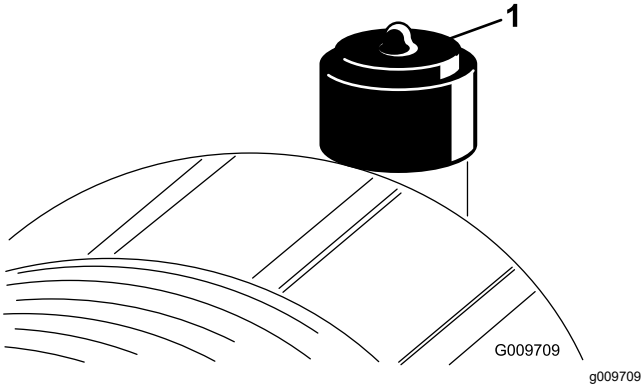

图 86
仅在维修指示灯 (图 86) 要求时才维修空气滤清器滤芯。在必须更换之前更换空气滤清器只会增加灰尘在滤清器拆下时进入发动机的几率。
9. 如果指示灯显示为红色请重设 (图 86)。